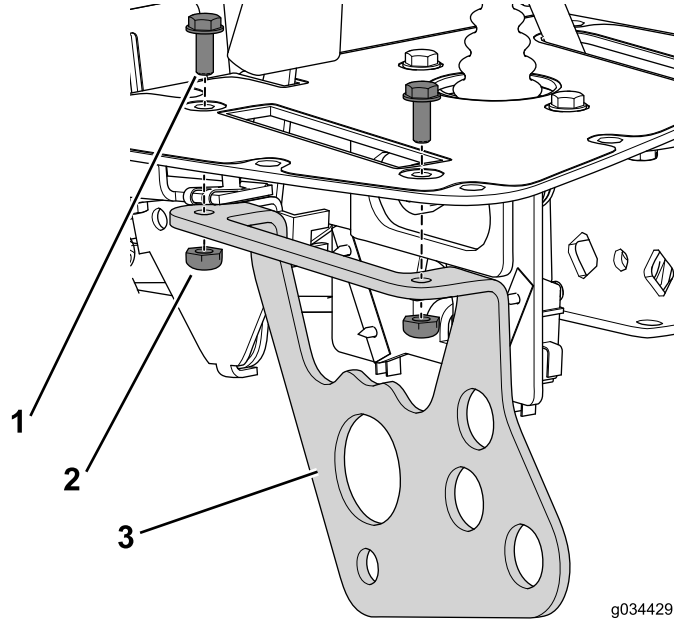

图21
1. 使用螺栓（#10 x 1/2 英寸）和锁紧螺母，将功能控制杆支架固定到控制台上（图21）。